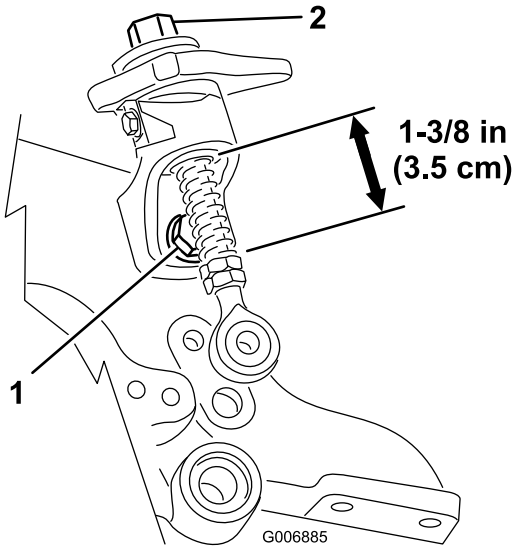

Figure 45
2. Desserrez le boulon de montage de l'ensemble levier de levage rapide et vérifiez que la tige filetée est bien alignée et ne coince pas sur le bas du support de montage de l'ensemble levier de levage rapide (Figure 45). Resserrez les boulons.
3. Vérifiez que les ressorts de l'ensemble levier de levage rapide sur les tiges filetées ont une longueur de 3,5 cm (Figure 45).
4. Si le bouton de réglage de hauteur ne tourne pas librement, il est possible que la bague soit sale (Figure 45). Nettoyez la bague au besoin.